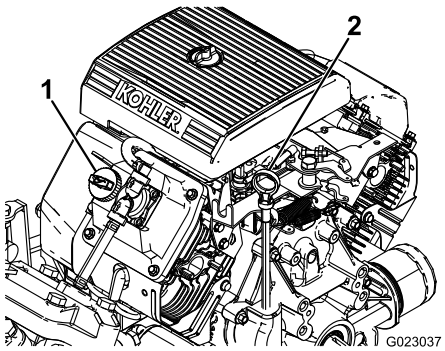

Figur 27
2. Fjern målepinden, og aftør den med en ren klud (Figur 27). Sæt målepinden ned i røret, og sørg for, at den sidder helt i bund. Fjern målepinden, og kontroller oliestanden.
3. Hvis oliestanden er lav, skal påfyldningsdækslet fjernes fra ventildækslet (Figur 27) og olie hældes i åbningen, indtil oliestanden når op til Full-mærket på målepinden. Hæld langsomt olie på, og kontroller niveauet ofte under denne proces. Fyld ikke for meget på.
8. Hæld langsomt cirka 80% af den specificerede mængde olie i oliepåfyldningsrøret (Figur 27).